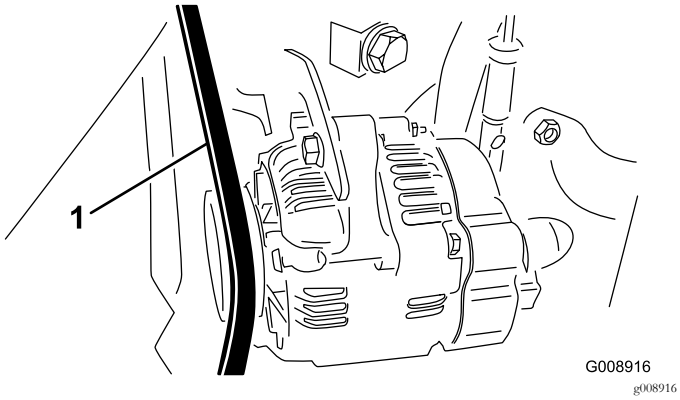

Figur 71
2. Kontroller tilspændingen ved at trykke ned på generator-/ventilatorremmen midtvejs mellem remskiverne på generatoren og krumtapakslen med en belastning på 30 N·m (Figur 71).